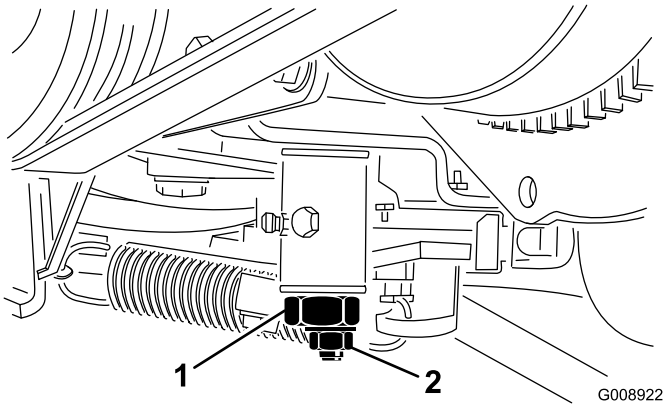

**Figur 49**
2. Lossa gasreglagekabelns kontaktdon på spaken vid insprutningspumpen (Figur 49).